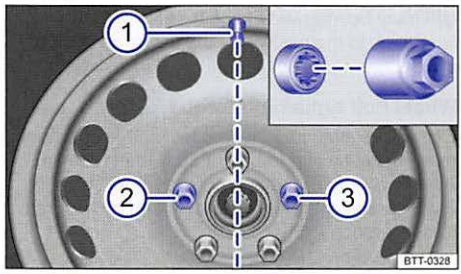

Fig. 161 Changing a wheel: Tire valve ① and installation points for the anti-theft wheel bolt ② or ③.
Before installing the wheel cover, the anti-theft wheel bolt must be screwed into position ⇒ fig. 161 ② or ③. Otherwise, the wheel cover cannot be installed.
Make sure that the valve cutout is aligned with the valve ⇒ fig. 161 ①, and press the wheel cover onto the wheel rim. Make sure that the wheel cover is latched onto the rim along the entire circumference. ◁
On a wheel with a wheel cover, the anti-theft wheel bolt must be installed at points ⇒ fig. 161 ② or ③ in relation to the position of the tire valve ①. Otherwise, the wheel cover cannot be installed.
- Place the anti-theft wheel bolt in position ⇒fig. 161 ② or ③ in relation to the position of the tire valve ①. Hand tighten it using the adapter by turning clockwise.